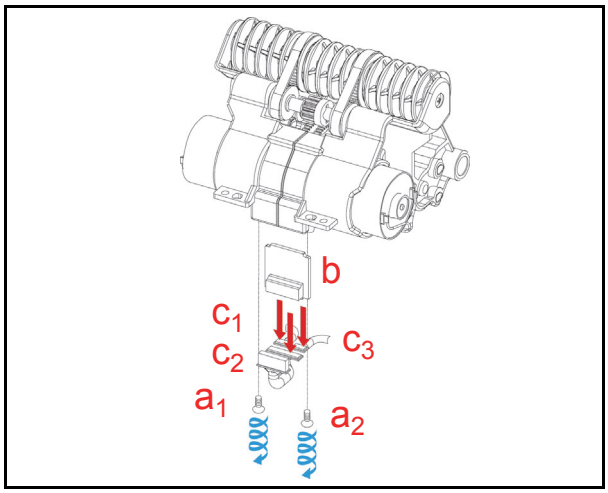

Figure 4-19 Interrupter Board Removal
1. Remove the two (2) mounting Screws (See Figure 4-19 a_1 & a_2) retaining the Interrupter Board to the Assembly (See Figure 4-19 b), and carefully unplug the three (3) Signal Connectors (See Figure 4-19 c_1, c_2 & c_3) from the Board.